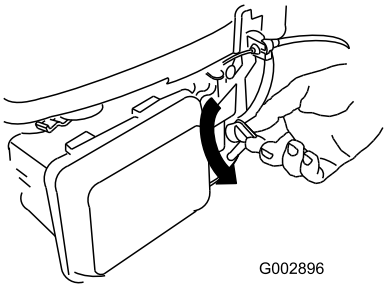

**Figur 20**
2. Vrid bränsleventilreglaget till det påslagna läget (Figur 20).